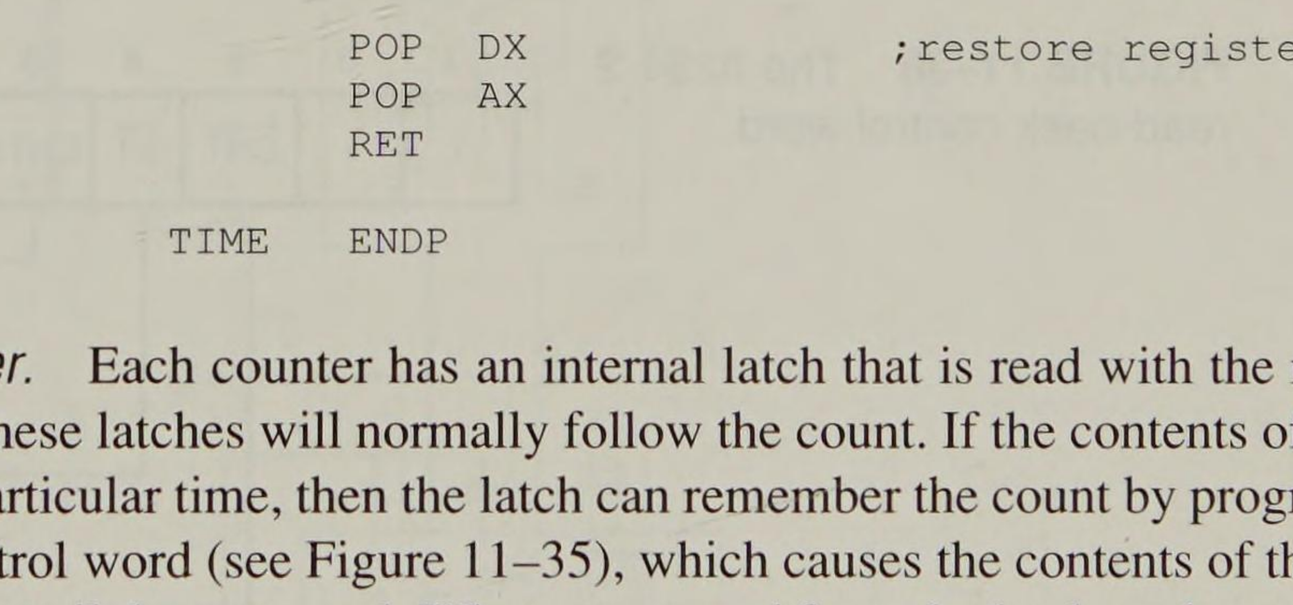

**FIGURE 11–35** The 8254-2 counter latch control word.
*Reading a Counter.* Each counter has an internal latch that is read with the read counter port operation. These latches will normally follow the count. If the contents of the counter are needed at a particular time, then the latch can remember the count by programming the counter latch control word (see Figure 11–35), which causes the contents of the counter to be held in a latch until they are read. Whenever a read from the latch or the counter is programmed, the latch tracks the contents of the counter.
When it is necessary for the contents of more than one counter to be read at the same time, we use the read-back control word, illustrated in Figure 11–36. With the read-back control word, the $\overline{CNT}$ bit is a logic 0, which causes the counters selected by CNT0, CNT1, and CNT2 to be latched. If the status register is to be latched, then the $\overline{ST}$ bit is placed at a logic 0. Figure 11–37 shows the status register, which shows the state of the output pin, whether or not the counter is at its null state (0), and how the counter is programmed.